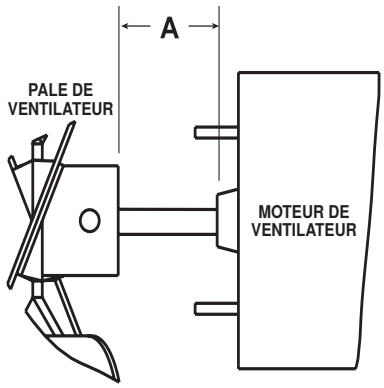

**Figure 32. Espacement du ventilateur et du moteur (reportez-vous au Tableau 25)**
6. Assurez-vous que la roue du ventilateur est positionnée correctement sur l'arbre (voir **Figure 32**), que la vis de réglage est serrée à 130 (±10) pouces-livres, et que les écrous fixant le moteur à la protection du ventilateur soient serrés à 30 pouces-livres.
*Voir **Figure 32**.